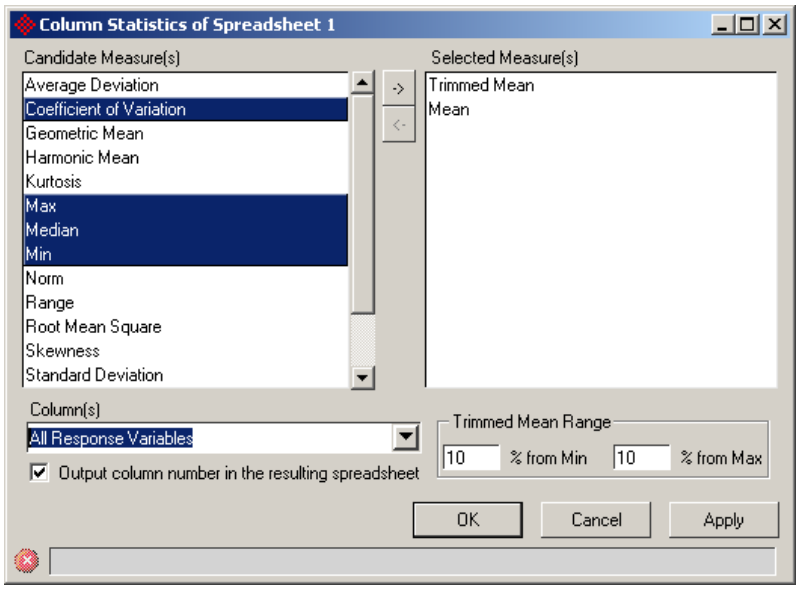

Figure 9. 1: Configuring the Column Statistics dialog
- To compute descriptive statistics on columns, select **Stat** > **Descriptive** > **Column Statistics** to invoke the *Column Statistics* dialog (Figure 9. 1)